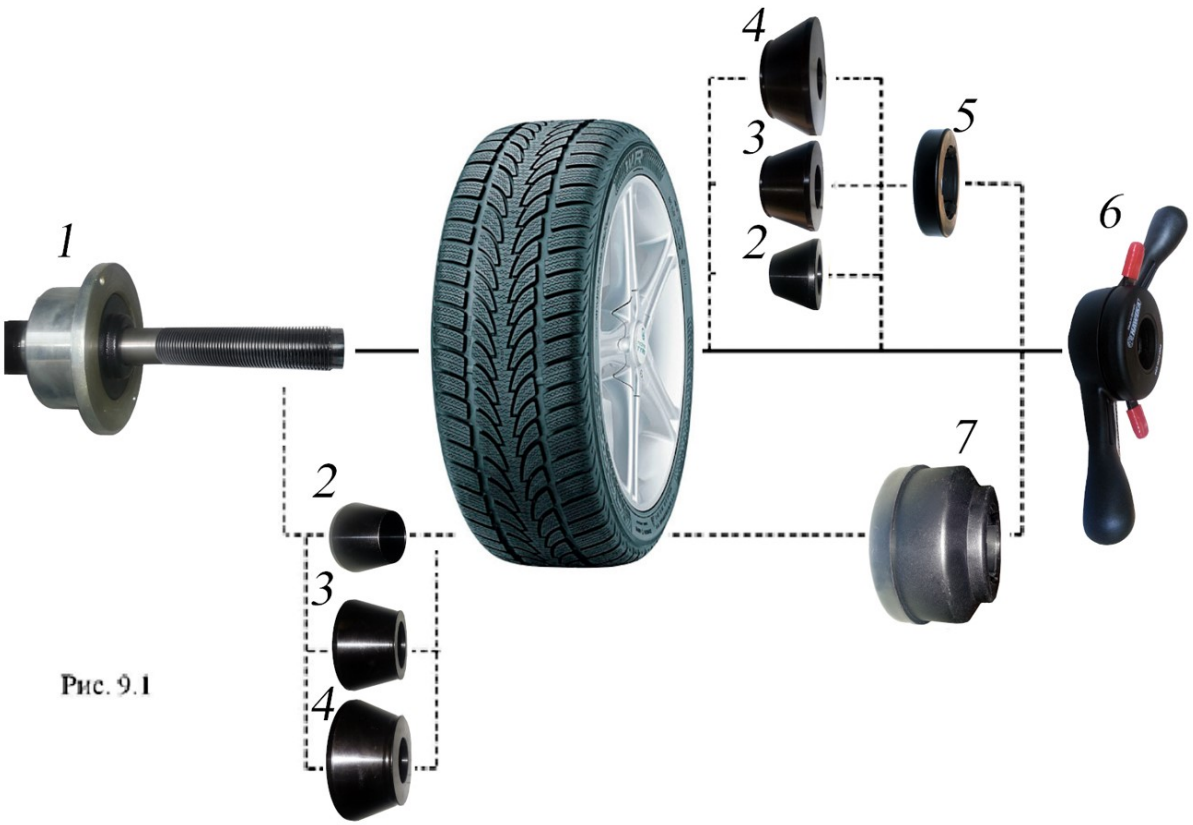

Рис. 9.1
9.2. Балансируемое колесо закрепляется на валу СБ за центральное отверстие диска с помощью конусов и быстросъемной гайки с раздвижными резьбовыми сухарями. В зависимости от конфигурации диска конус может быть установлен как с внешней стороны диска (вариант «а»), так и с внутренней (вариант «б»). При этом на гайке 6 кольцо 5 должно быть заменено на чашку 7. (см.рис. 9.1)
9.6. СБ оборудован педалью для ускорения установки колеса по (варианту «б») (см.рис. 9.1) Установите колесо на конус, установите быстросъемную гайку, нажмите два раза педаль, удерживая колесо и быстросъемную гайку. Вал СБ начнет вращаться, зажимая колесо, когда колесо будет зажато вращение вала остановиться. Окончательно затяните колесо быстросъемной гайкой вручную.